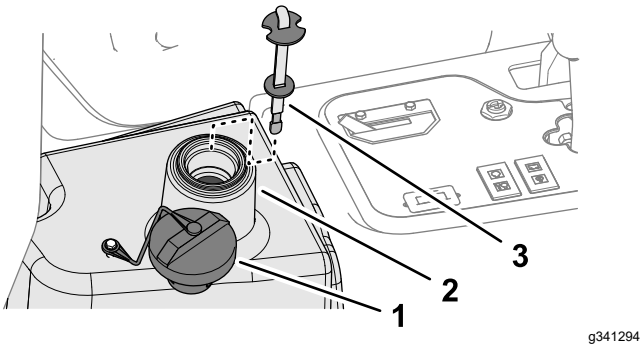

Figuur 84
2. Reinig de omgeving van de vulbuis en de dop van de hydraulische tank (Figuur 84) en verwijder de dop.